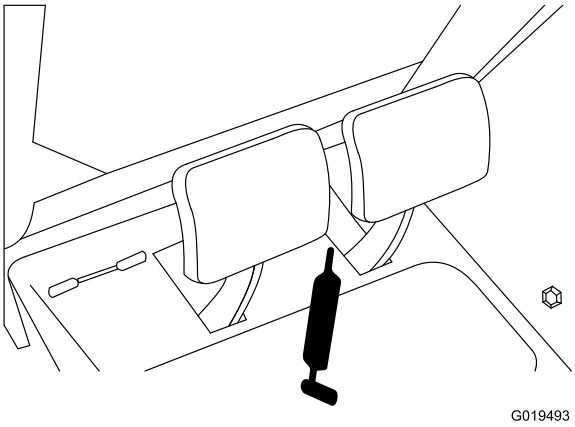

Bild 49
- Bremspedalwelle (1) (Bild 49).